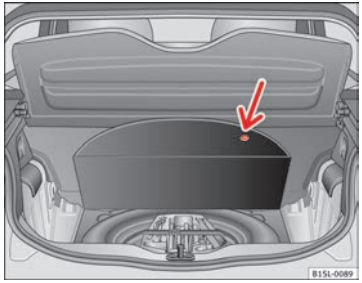

Fig. 138 In the luggage compartment: The carpet is raised
The vehicle tool kit, spare wheel, temporary spare wheel and the tire mobility set are stored in the luggage compartment under the carpeted floor panel ⇒ Fig. 138.
- Raise the carpet at the recess (arrow) ⇒ Fig. 138.